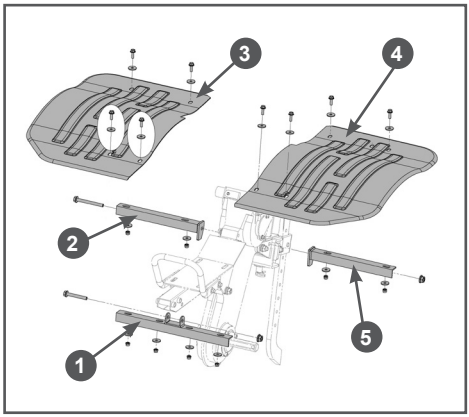

Рис. 12 Установка защитных крыльев
5. Установите на раму мотоблока передний 1 и задние 2 и 5 кронштейны защитных крыльев с помощью болтов и гаек из комплекта крепежа (Рис. 12).
6. Установите на кронштейны 1,2,5 крыльев правое 3 и левое 4 защитные крылья, используя болты, шайбы и гайки из комплекта крепежа (Рис. 12).